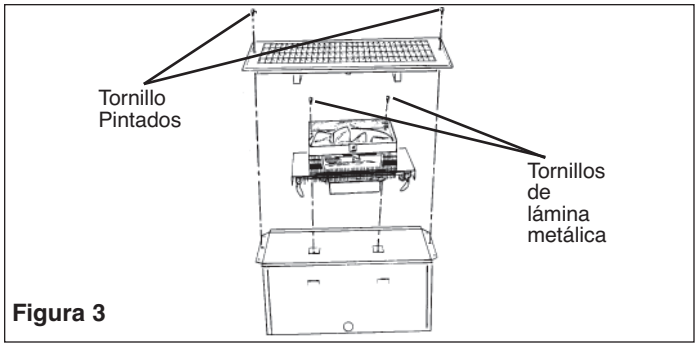

Figura 3
Deslice parcialmente el conjunto del calentador dentro de la caja de manera que el enchufe pueda insertarse en el receptáculo de la caja de empalmes. Después que el enchufe se haya insertado bien en el receptáculo, empuje el calentador hacia abajo en posición y asegure con los dos (2) tornillos provistos. (Vea la Figura 3).
2. Coloque la rejilla sobre la caja y asegure con los dos tornillos pintados provistos según se muestra en la Figura 3. (Vea la Advertencia No.7).